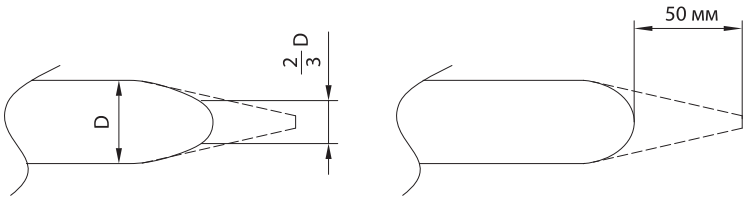

рис. 10
■ **Изнашивание наконечника инструмента (рис. 10)**
Нормы и типы изнашивания наконечника инструмента изменяются в зависимости от обрабатываемого материала и методов работы. Если диаметр изношенного наконечника долота меньше чем 2/3 диаметра тела инструмента, как показано в рис. 10, и если наконечник инструмента изношен на 50мм от наконечника, это считают нормальным изнашиванием инструмента. Следовательно, инструменты, имеющие такое нормальное изнашивание, как показано в рис. 10, будут отклонены для замены при гарантийных требованиях.